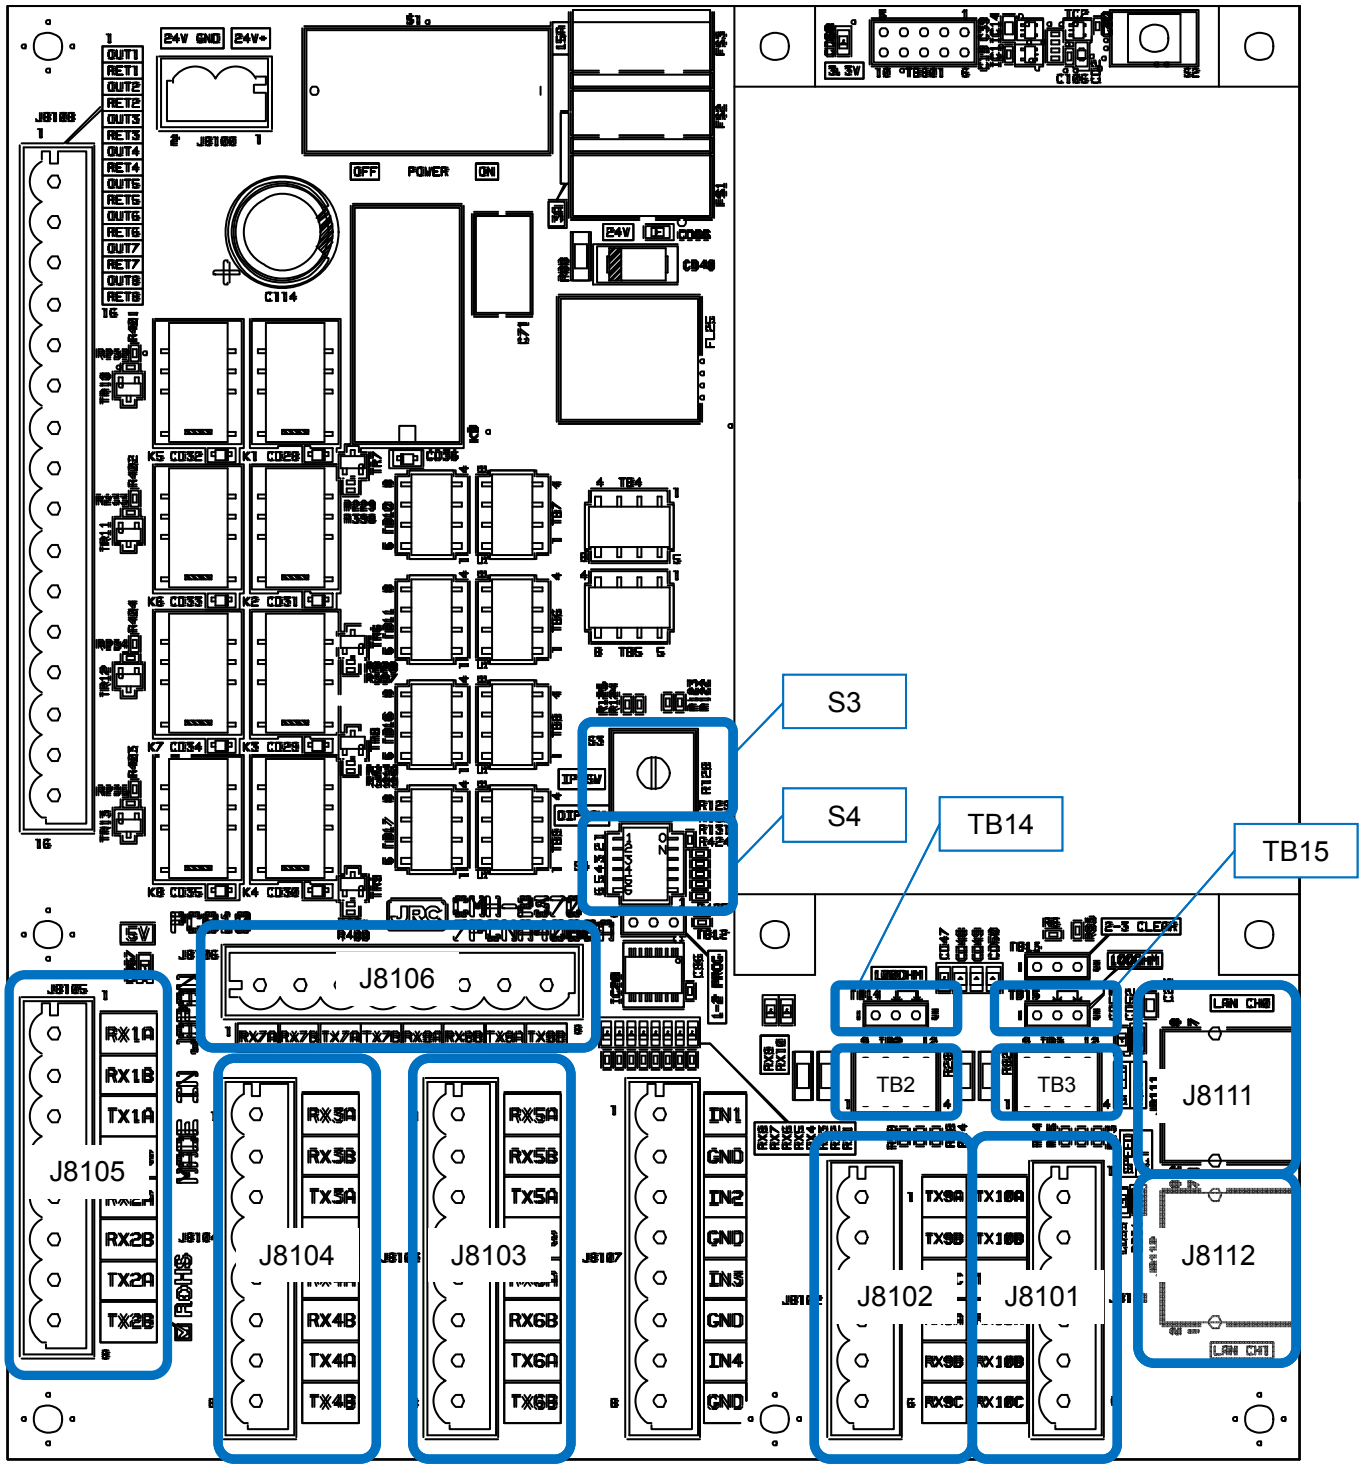

**Fig. 2.5.5 Connector location of CMH-2370 Serial LAN interface circuit**
- See **Fig. 2.5.5** Connector location of CMH-2370 Serial LAN interface circuitabout location of J8101-J8102 on CMH-2370.
**Note**: The location of TB2, TB3, TB14, TB15, Refer to **Fig. 2.5.5.**
The location of J8111, J8112 and S4, refer to **Fig. 2.5.5**
The location of S3, refer to **Fig. 2.5.5.**